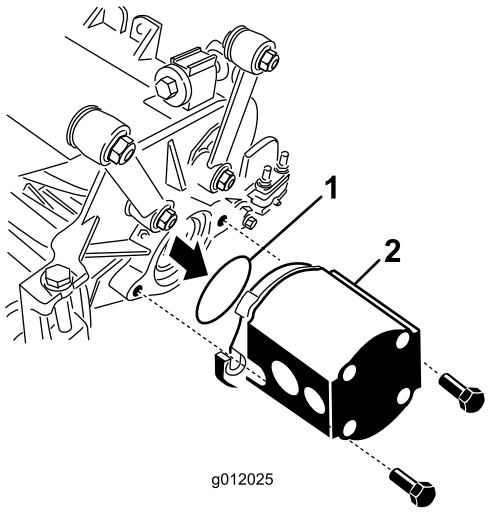

Figura 24
5. Inserte la junta tórica (suministrada con la unidad de corte) sobre la brida del motor de transmisión (Figura 24).
6. Monte el motor al extremo de transmisión de la unidad de corte y fíjelo con dos tornillos de caperuza suministrados con la unidad de corte (Figura 24).